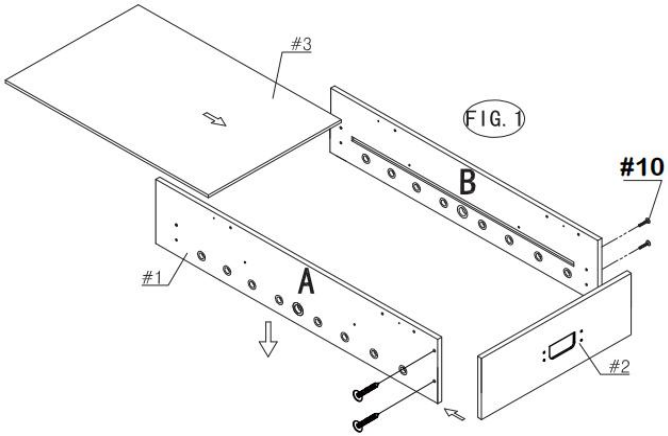

FIG. 2.
6) Placez le support (n° 7) sur le plateau de jeu (n° 3) comme indiqué sur la figure 2. Fixez-le à l'aide de quatre vis. Vis à tête ronde (#12).